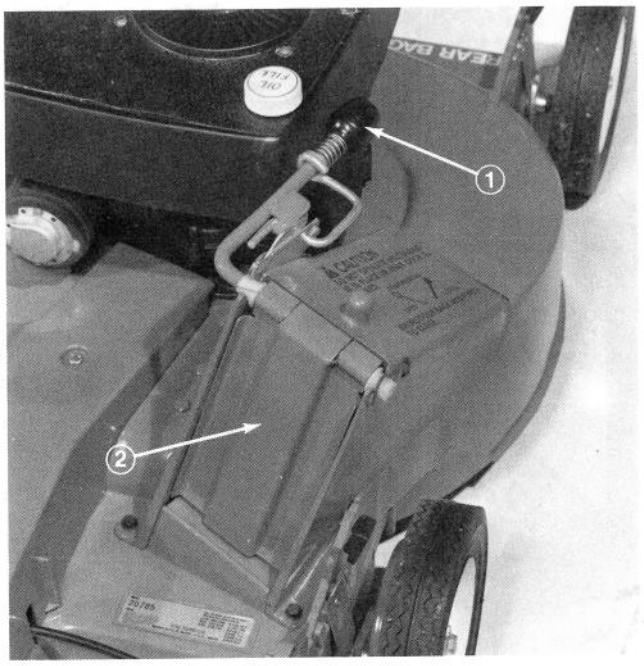

Afbeelding 20
1. Druk op de veiligheidshefboom, breng de kokerdeurhandle helemaal naar voren en laat de hefboom in de klink vallen (Afb. 20). De kokerdeur van de maaihuizing is nu gesloten en de maaier is gereed voor gebruik.